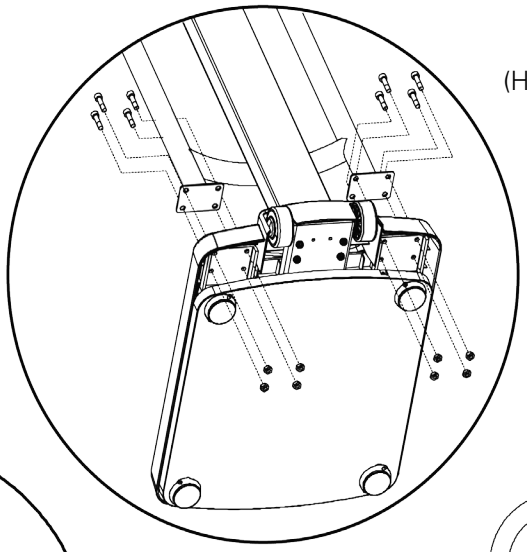

Figure No. 3
4. Referring to Figure No. 3, insert the (8) M5 x 25 machine screws through the holes in the handrail and scale platform and secure with the M5 nuts.
5. Tighten the (8) screws and nuts to secure the handrail to the scale platform.